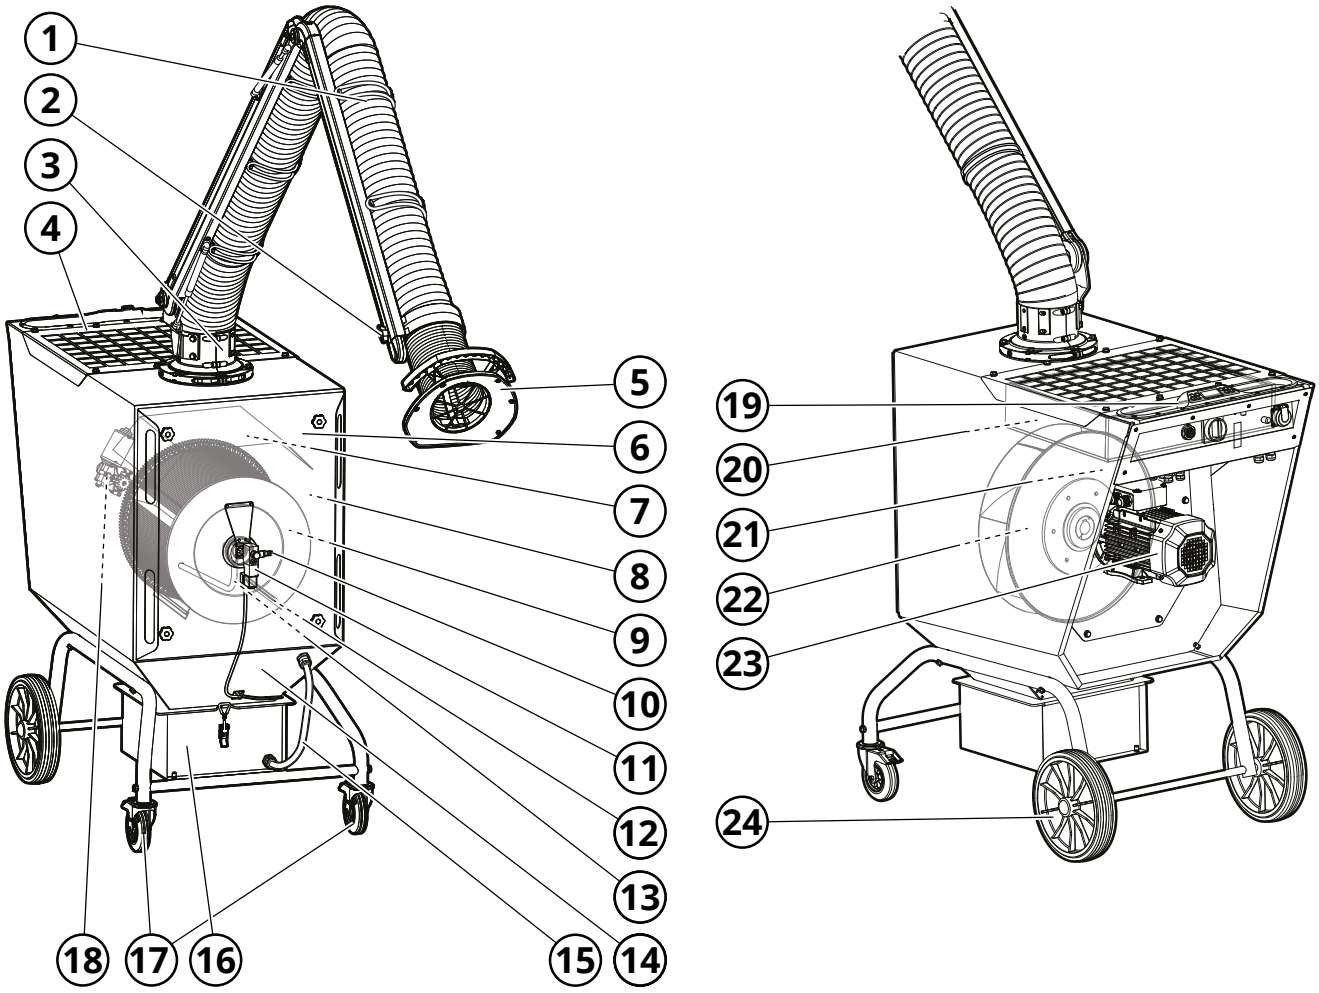

Fig. 2
Consulte la **Fig. 2**.
El aire contaminado se aspira a través del extractor local (1, **Fig. 2**) al lado sucio de la máquina (8), donde el aire se limpia a través del cartucho del filtro (9). El grado de filtrado es de ≥ 99 % para la contaminación por humo y polvo de soldadura de aceros de alta aleación, como, por ejemplo, acero con un contenido de níquel y cromo del 30 %. A continuación, el aire limpio se aspira a través de la turbina (22) y se pasa luego desde el lado limpio de la unidad de filtrado (21) a través de la rejilla de salida (4).